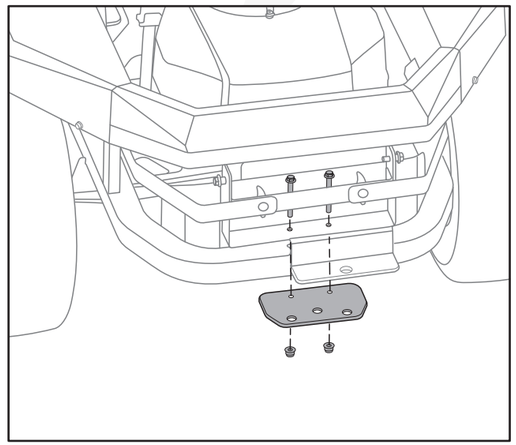

Fig. 3
2.Fije el soporte inferior del recogedor a la base de la podadora. Vuelva a montar la placa de enganche y el soporte inferior del recogedor en la base de la podadora con los dos tornillos (M8 x 75) y las tuercas (M8) (Fig. 3).